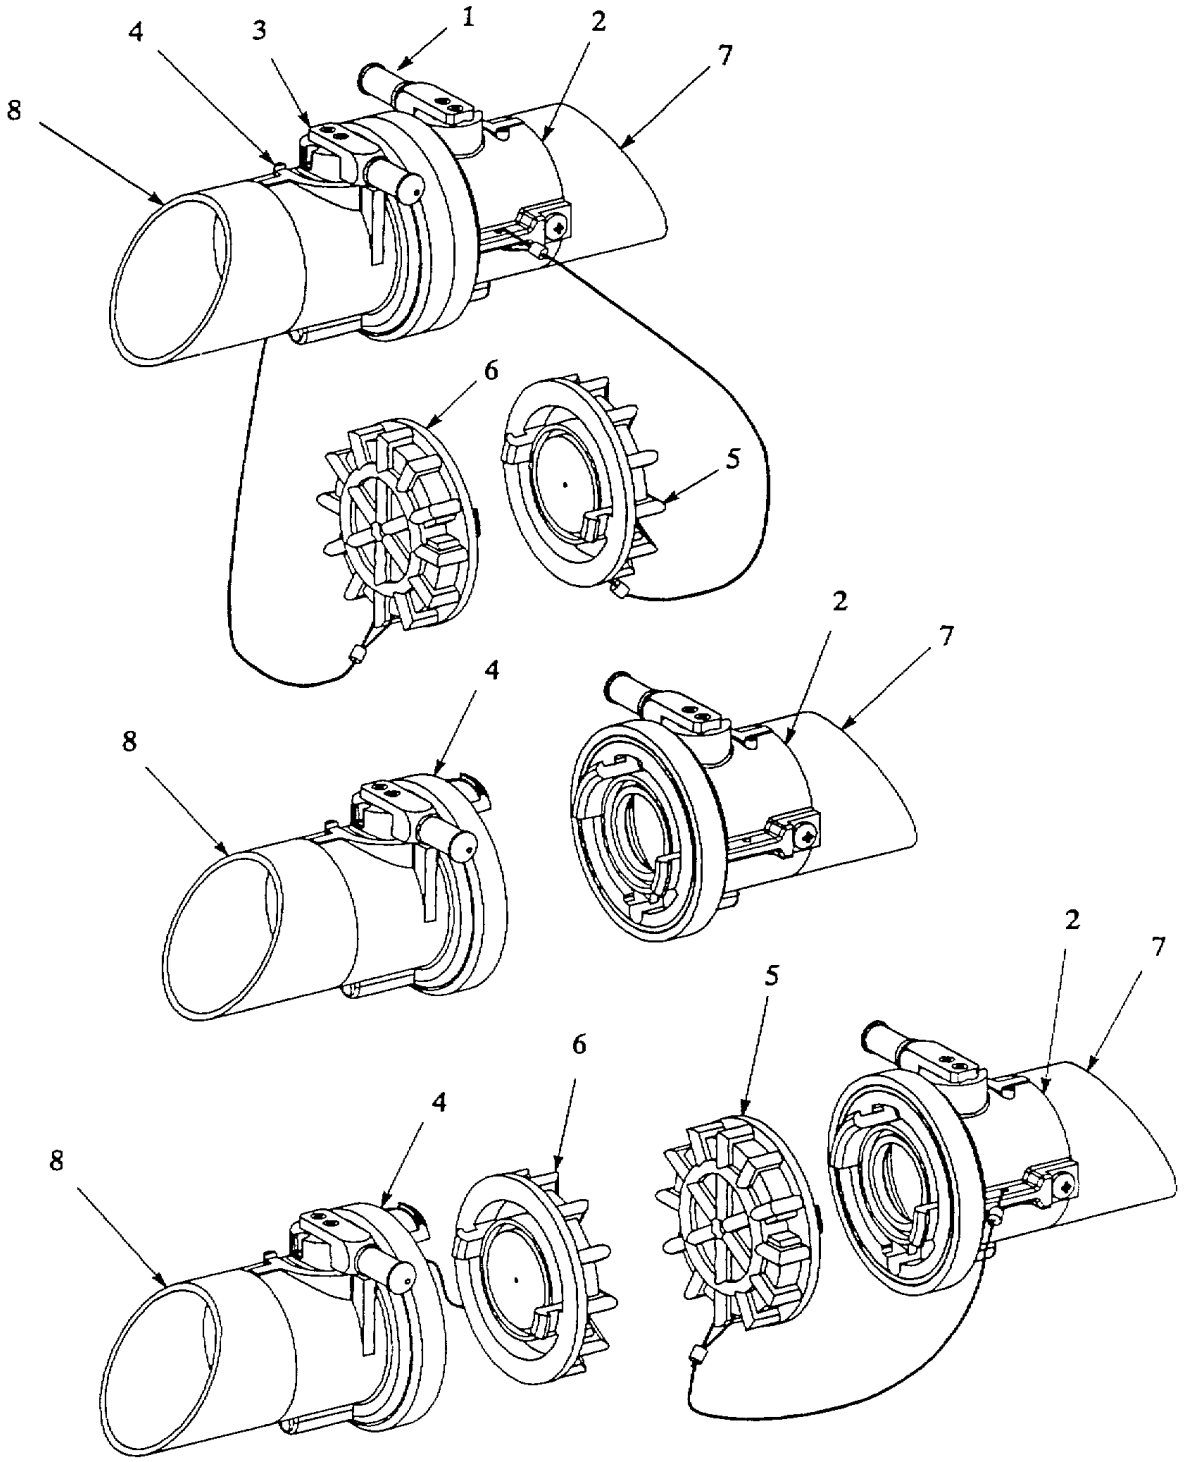

Figure 3-1. Component Removal.
a. Removal. Refer to figure 3-1.
(1) Defuel fuel hoses using the HEMTT tanker. Refer to TM 9-2320-279-10-1.
(2) Set control handle (1) on valved coupling (2) to CLOSE.
(3) Set control handle (3) on valved coupling (4) to CLOSE.
(4) Disconnect valved coupling (2) from valved coupling (4).
(5) Disconnect dust cap (5) from dust cap (6).
(6) Connect dust cap (5) to valved coupling (2).
(7) Connect dust cap (6) to valved coupling (4).
(8) Repeat steps (1) through (6) for other end of defective components (7).
(9) Remove defective component (7) from fuel system (8).